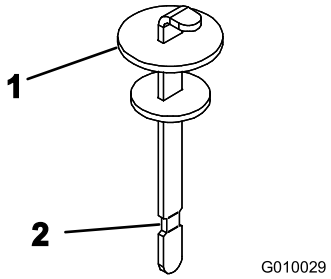

Figur 19
4. Fjern peilestaven fra påfyllingshalsen, og tørk av den med en ren fille. Før peilestaven ned i påfyllingshalsen før du tar den ut og kontroller oljenivået. Oljenivået må nå opp til merket på peilestaven (Figur 19).